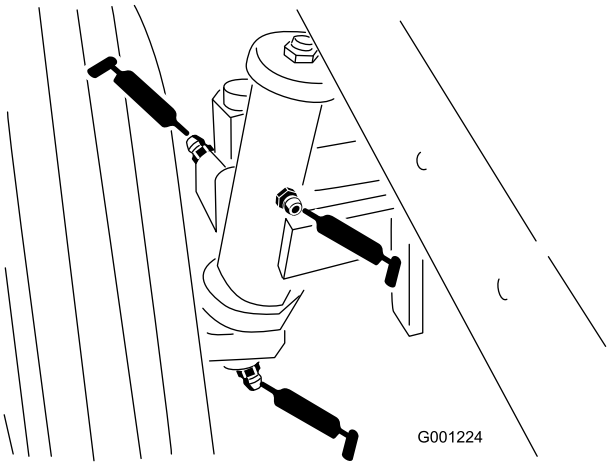

Figuur 43
- Lagerbussen van achterwielas (Figuur 43)